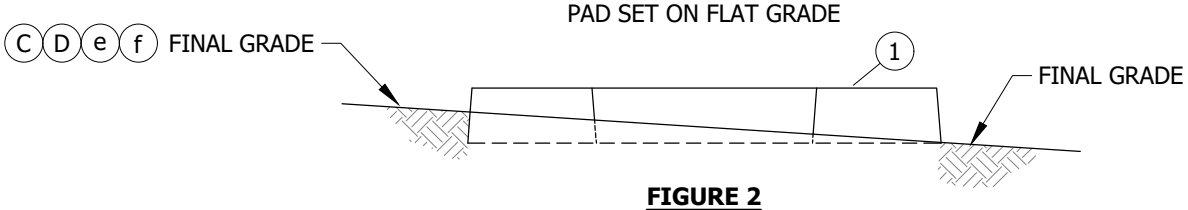

FIGURE 2
(C) FOR PADS ON SLOPING GRADES BEHIND SIDEWALKS IN PAVED OR UNPAVED AREAS, SET UP TO HALF OF THE PAD BELOW GRADE ON THE HIGH SIDE OF THE SLOPE (DO NOT EXCEED HALF THE PAD). ON THE LOW SIDE OF THE SLOPE SET THE PAD TO THE FINAL GRADE (SEE FIGURE 2).